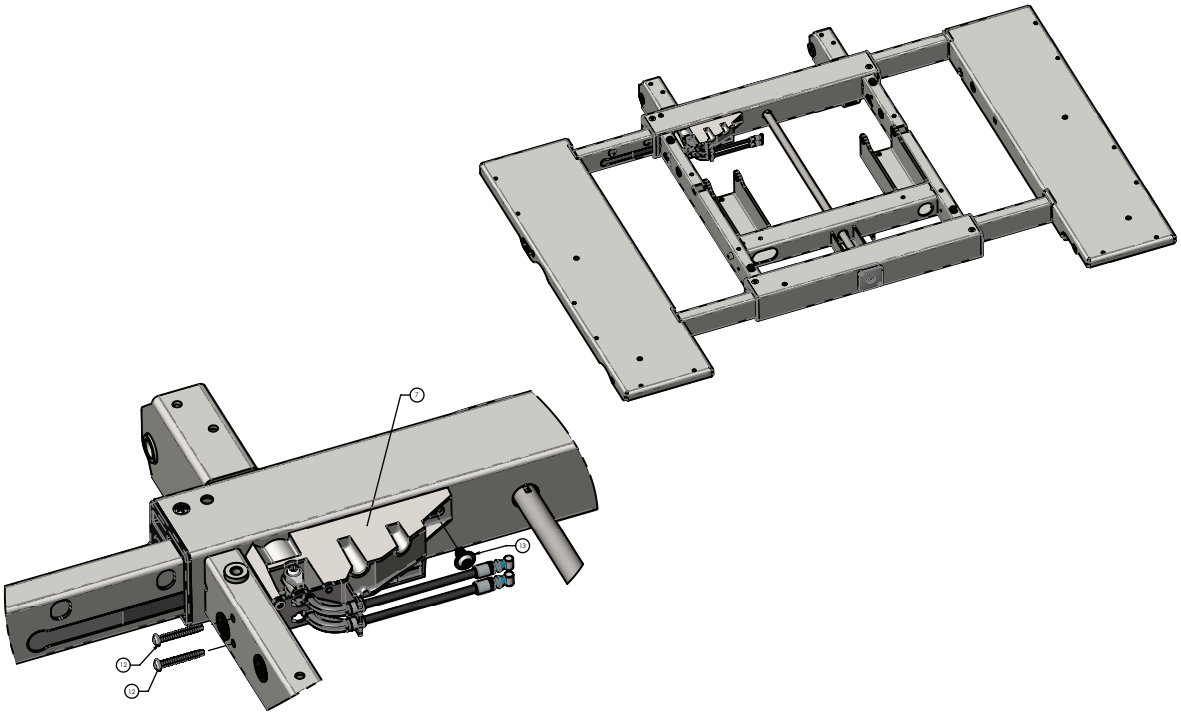

Figure 16 – Remplacement de la carte DPM, tête
10. À l’aide d’une clé Torx T25, retirer et conserver la vis (13) qui fixe l’ensemble DPM (7) au châssis du relève-buste (Figure 16).
11. À l’aide d’une clé Torx T20, retirer et conserver les deux vis (12) qui fixent l’ensemble DPM (7) au châssis du relève-buste (Figure 16).